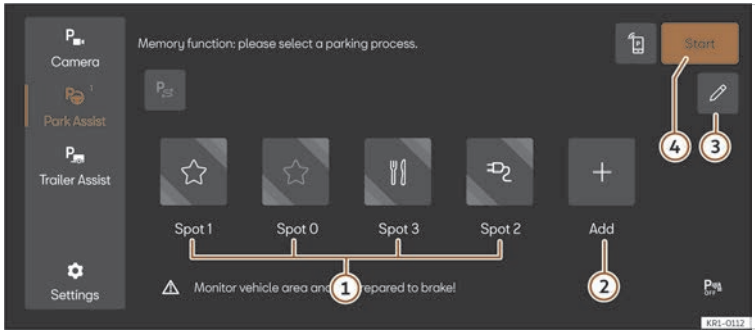

Fig. 142 Schematic representation: Parking system menu with memory function.
4. Select the function button, assign the symbol you want (››› **Fig. 142** ①) and confirm it.
2. If necessary, click on the parking space available icon in the Parking System menu ››› **Fig. 142** ①. The function button will be displayed in copper.
3. Press the **Start** button ››› **Fig. 142** ④.